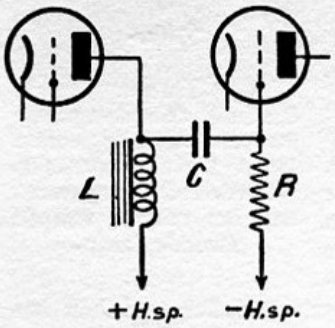

Fig. 56. Koppeling door de inductantie L met ijzeren kern.
W. — Natuurlijk! Vaak gebruikt men in laagfrequent-versterkers een inductieve koppeling (fig. 56). In dat geval bestaat de inductantie L uit een spoel met ijzeren kern.